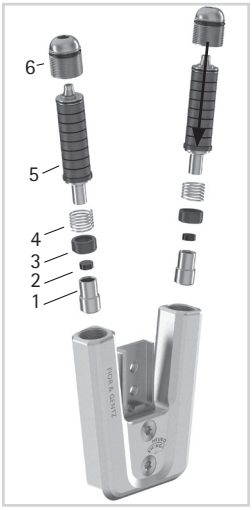

fig. 15
1 Assemble the stop damper (2) and the sliding bushing (3) with the plunger (1; fig. 15).
6 Screw the sub-assembly for the plantar flexion into the posterior spring duct until it touches the system stirrup (fig. 15). The pressure spring (4) must be completely compressed. Do not preload the spring units (5).